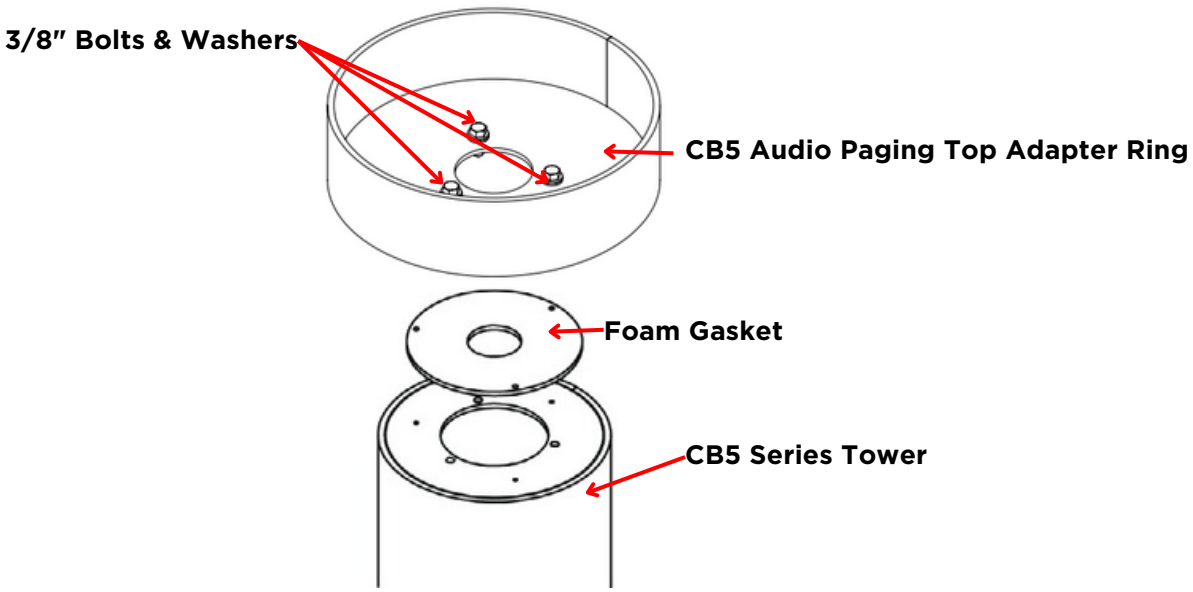

Figure 7
- **Install CB5 Series Audio Paging Top Adapter Ring** (See Figure 7 below for component references)